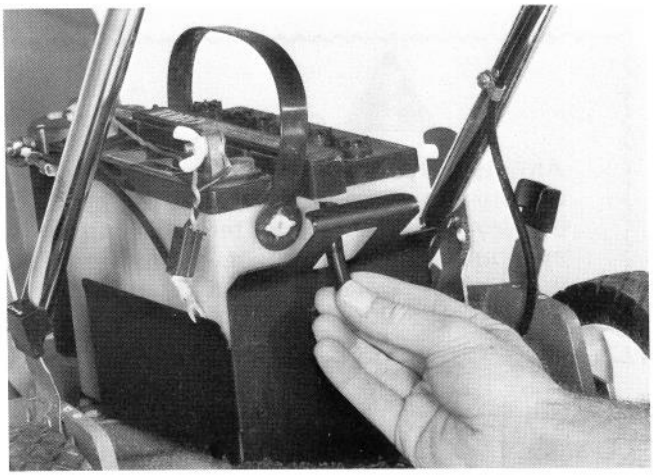

Figure 9
4. Push black vent tube fully into vent hole at end of battery (Fig. 9).